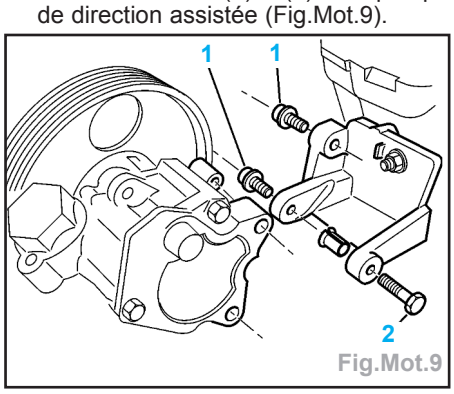

Fig.Mot.9
- les vis de fixation (1) et (2) de la pompe de direction assistée (Fig.Mot.9).